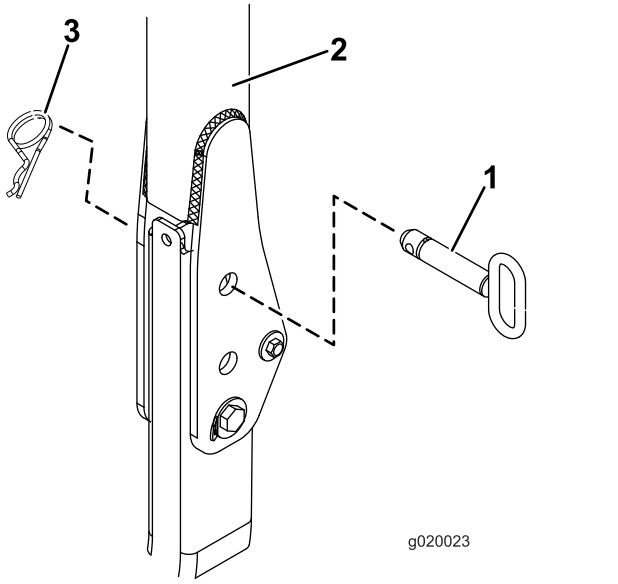

Bild 18
2. Gehen Sie für Modelle 03820 und 03821 auf Schritt 7. An allen anderen Modellen klappen Sie den Überrollbügel hoch und entfernen Sie die Splinte und die zwei Stifte (Bild 18).